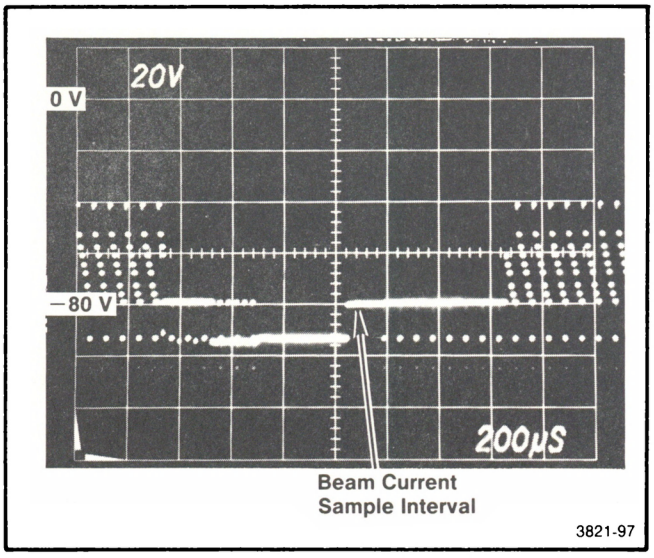

Fig. 7-28. Proper red screen dc level at TP337 on A12.
b. Connect the test oscilloscope +Input 10× probe to TP325 (Green) on A12. Connect the probe ground lead to TP417 on A12. Set the Delay Time Multiplier to display the vertical interval as shown in Fig. 7-28.
c. ADJUST—R148 (Green Screen) on A7A2A1 so that the beam current sample interval of the video waveform is at −80 V. See Fig. 7-28.